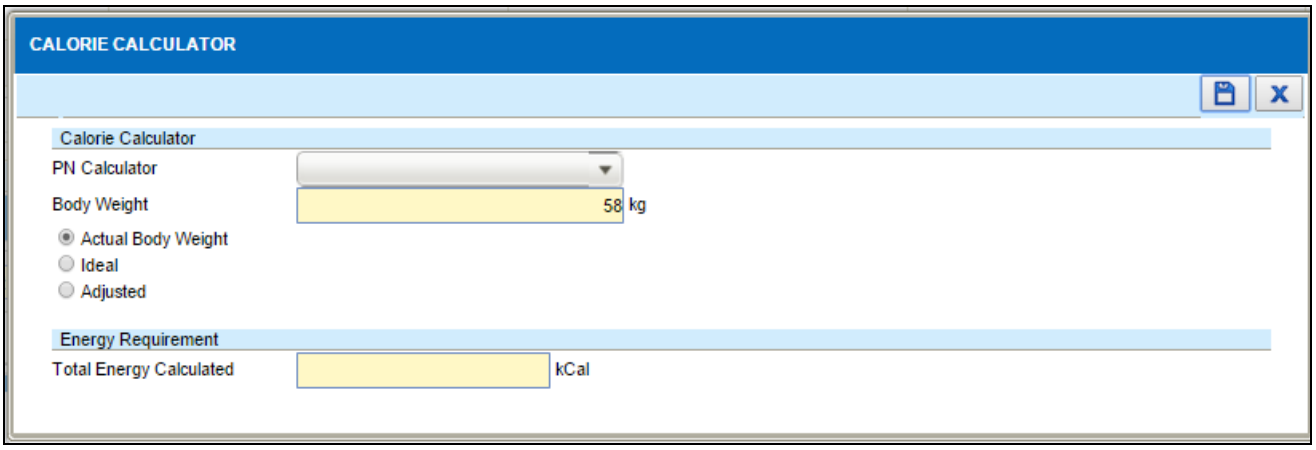

Figure 4.2-2 Calorie Calculator
- *'Calorie Calculator' screen will be displayed as per Figure 4.2-2.*